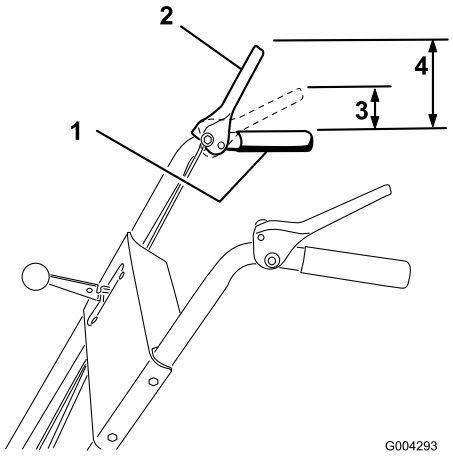

Bild 9
3. Überprüfen Sie den Abstand zwischen der Oberkante des Handgriffs und der Unterkante des Antriebshebels für das Räumwerk bzw. Gebläserad (Bild 9).
Hinweis: Die zum Drücken des Hebels aufzuwendende Kraft erhöht sich merklich, wenn der Antriebsriemen für Räumwerk/Gebläserad vollkommen gespannt ist (ca. die Hälfte des Hebelweges). Die Einstellung ist korrekt, wenn die Kraft, die aufzuwenden ist, zuzunehmen beginnt, und der Abstand zwischen der Oberkante des Handgriffs und der Unterkante des Antriebshebels für Räumwerk/Gebläserad 2,5 bis 5 cm beträgt, siehe Bild 9.